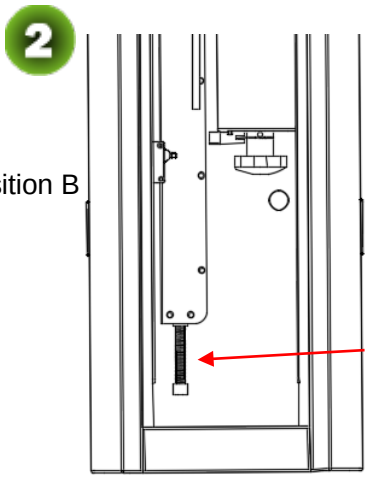

Figure 3-2
2) If the boom shakes during falling or lifting, adjust position C. The shaking that occurs during lifting is caused by the overlarge spring force. In this case, loosen the screws. If the boom shakes during falling, tighten the screws. See Figure 3-2.